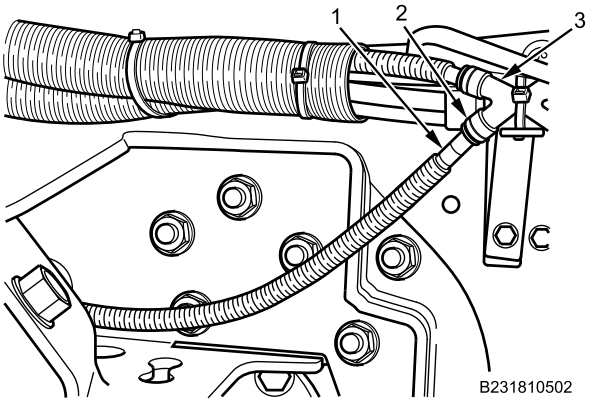

Figure 7. Air Line.
3. Install air line (Figure 7, Item 1) into quick connect (Figure 7, Item 2) on air line coupler (Figure 7, Item 3). Ensure air line is secure in quick connect.